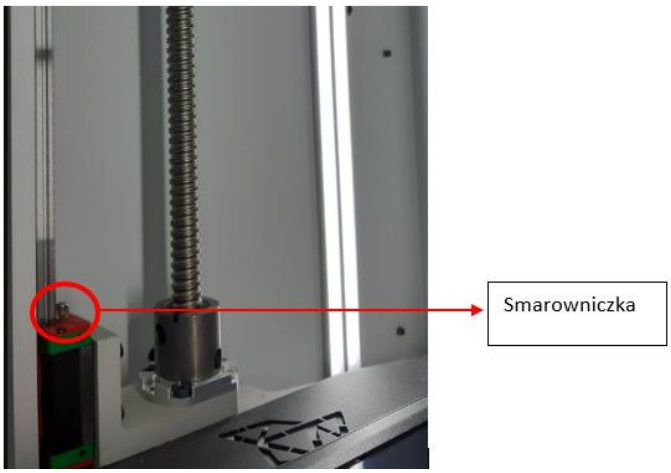

Rys. 27 Smarowanie prowadnic liniowych z lewej strony
- Wciśnij smar w smarowniczkę lewego wózka liniowego (rys.27). Znajduje się ona na górze wózka liniowego. Smar wyciśnij poprzez mocne dociśnięcie dyszy smarownicy do smarowniczki i pojedyncze płynne naciśnięcie dźwigni smarownicy.